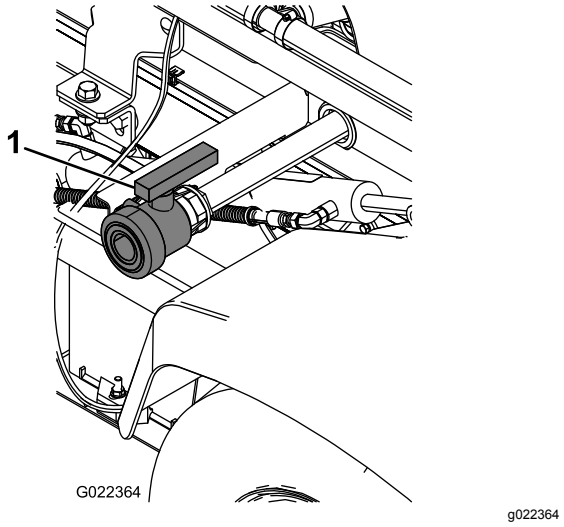

Figur 72
2. Lokalisera tanktömningsventilen på maskinens vänstra sida (Figur 72).